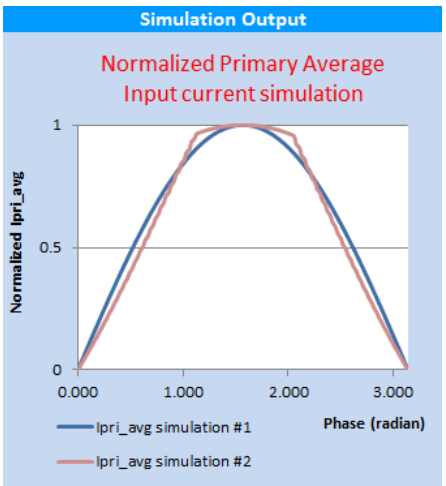

Figure 1 Example of normalized primary average current curve simulation (for iTHD optimization)
- Normalized primary average current curve simulation for iTHD optimization (see example in **Figure 1**)